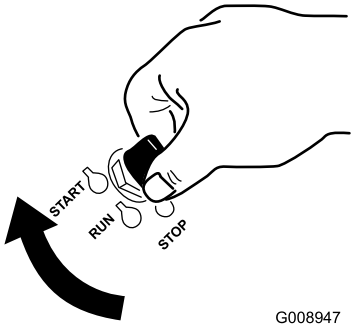

Bild 12
1. Drehen Sie den Zündschlüssel auf die START-Stellung (Bild 12). Lassen Sie den Schlüssel los, wenn der Motor anspringt.
6. Drehen Sie den Zündschlüssel auf die START-Stellung (Bild 12). Lassen Sie den Schlüssel los, wenn der Motor anspringt.